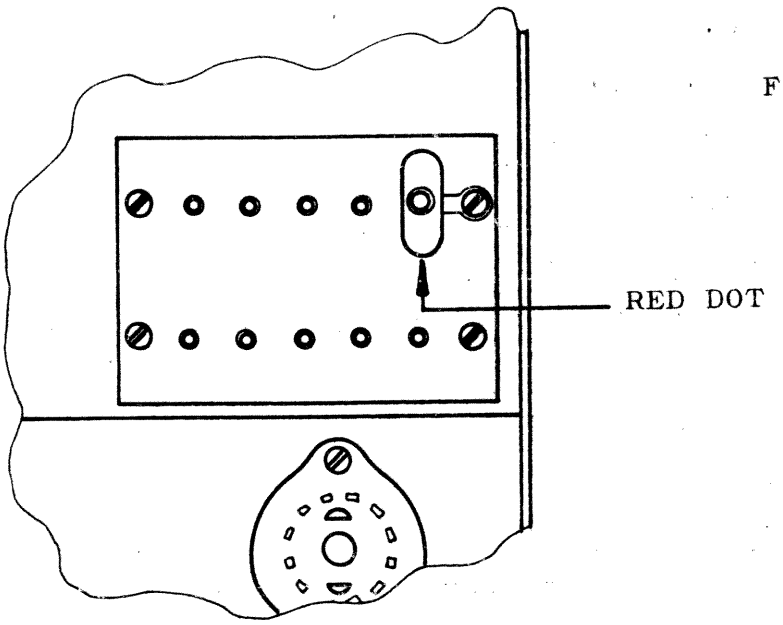

FIGURE 2
1) Connect the oscillator plug to the 1st accessory crystal socket through the HC6 adapter; ground connection must be fastened to the screw on the right the socket itself. (See Fig.2)